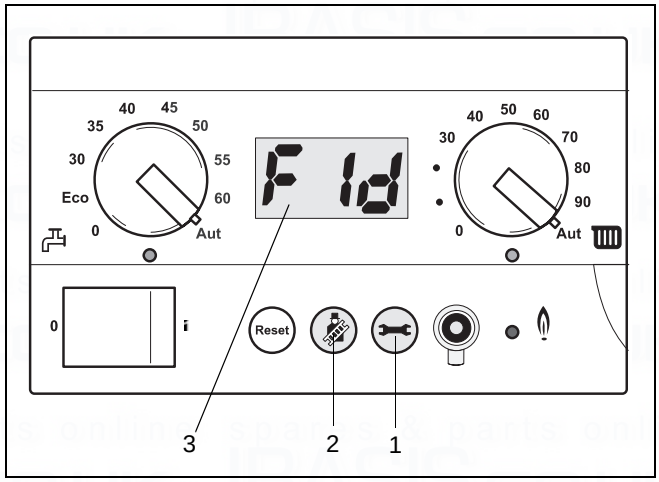

fig. 40 Pump run over time to 24 hours
When there is a freezing hazard set the pump run over time to 24 hours (Fld) (→ fig. 40, item 3).
- Press the chimney sweep button and the service button (→ fig. 40, item 2 and 1) simultaneously until "L−−" appears in the display.
- Confirm the selection by pressing the service button (→ fig. 40, item 1).